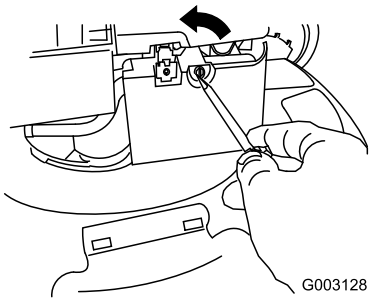

Figur 33
2. Använd en skruvmejsel för att öppna luftfilterskyddet (Figur 33).